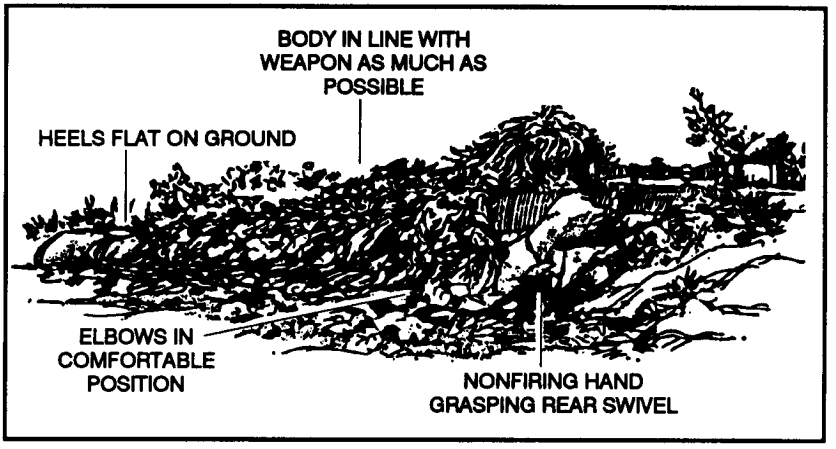

Figure 3-2. Prone supported position.
(1) ***Prone supported position.*** The prone supported position is the steadiest position; it should be used whenever possible (Figure 3-2). To assume the prone supported position, the sniper should—